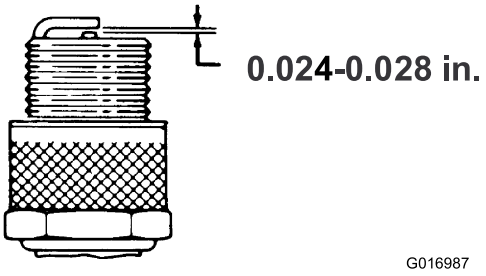

Figur 31
3. Se till att luftgapet är korrekt (Figur 31).